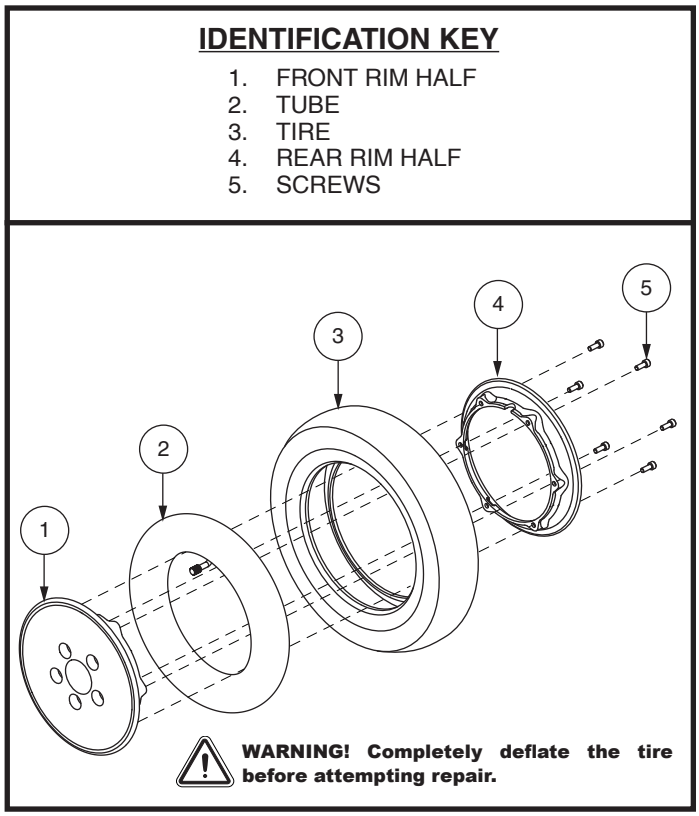

Figure 30. Pneumatic Drive Wheel Disassembly/ Assembly
6. Remove the screws and separate the rim halves. **See figure 30.**